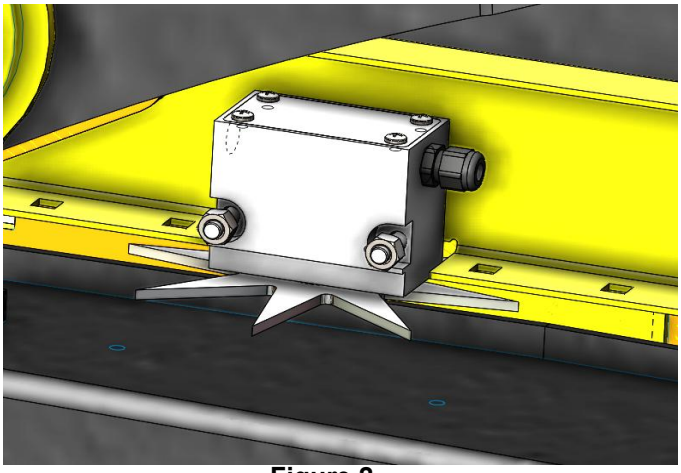

Figure 2
3. Position the star wheel mounting holes and mark the width of the star wheel 4” (112mm). As well as the depth of the star wheel of 2” (50mm). This piece will need to be removed from the baler bracket in order for star wheel to fit flush with baler bracket (Figure 2). After cutting touch up with paint to prevent rusting.